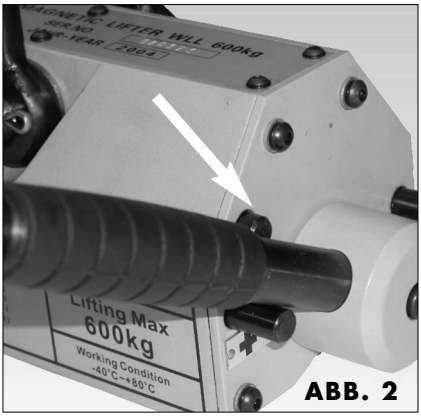

ABB. 2
2) Prüfen, dass der Hebel vollständig von der Hebelsperre gesichert wird (Abb. 2)